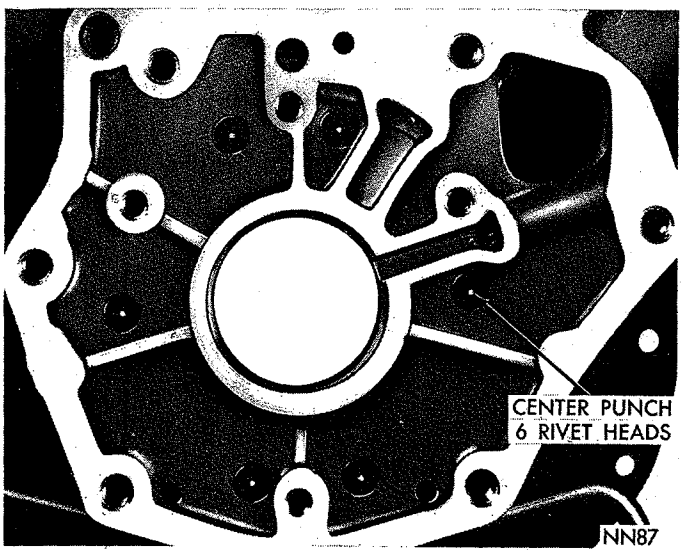

*Fig. 96—Center Punch Rivet Heads*
(1) Remove four bolts securing output shaft support to rear of the transmission case. Drive support rearward out of the case with a wood block and hammer.
(2) Center punch the rivets **exactly** in center of each rivet head (Fig. 96).
(3) Drill through each rivet head with a 3/8 inch drill. **Be careful not to drill into the transmission case.** Chip off rivet heads with a small chisel, then drive rivets and cam from the case with a blunt punch of proper size.
(4) Carefully enlarge rivet holes in the case with a 17/64 inch drill. Remove all chips and foreign matter